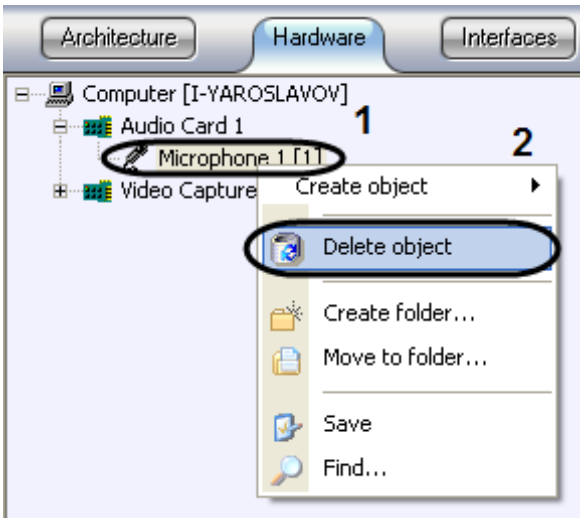

Figure 7.3-13 Selecting the “Delete object” item in the menu
b. select the “Delete object” item in the menu (Figure 7.3-13);